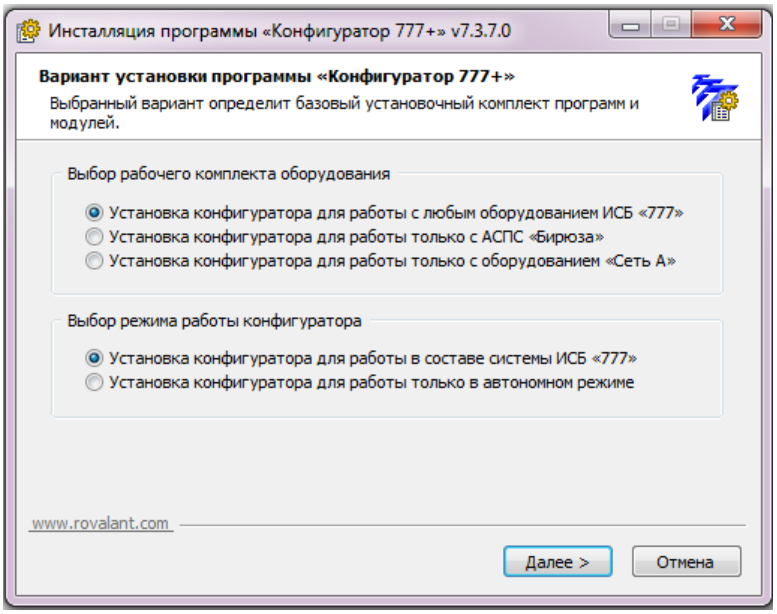

Рисунок 5. Скриншот выбора типа установки
4.2. При первой инсталляции имеется возможность выбрать тип оборудования и режим его работы, с которым предполагается работа в программе (рисунок 5).